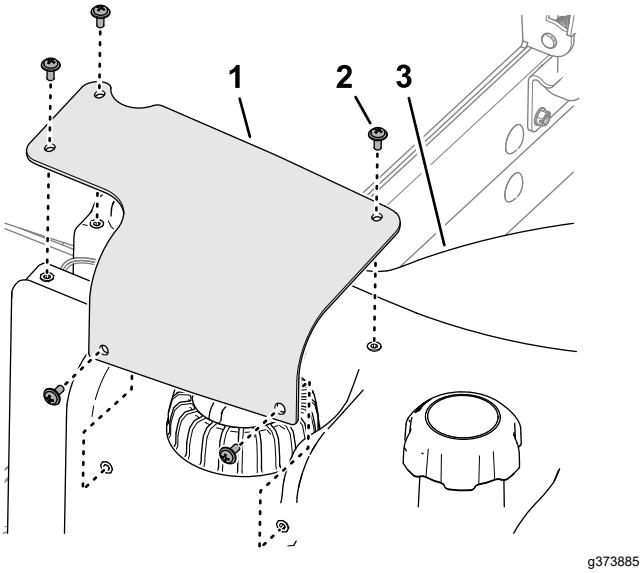

Figur 95
7. Rikta hålen i bränslesändarkåpan mot hålen i bränsletanken och fäst locket på tanken med de fem krysskruvarna (Figur 95).